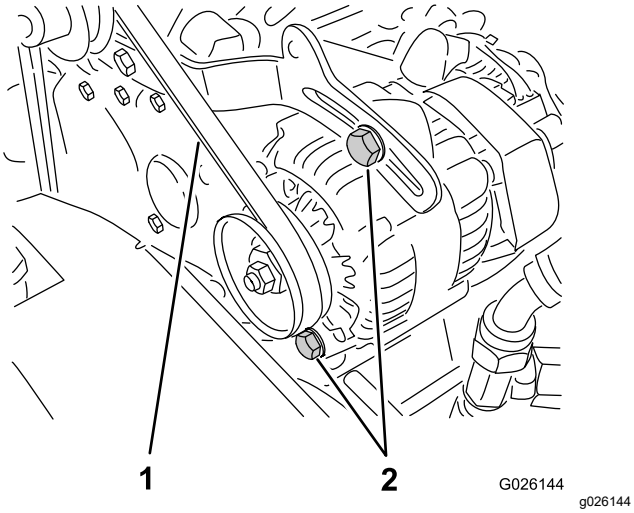

Figur 60
2. Kontroller spændingen ved at trykke ned på remmen midt mellem remskiverne på krumtapakslen og generatoren med en belastning på 10 kg (Figur 60).
A. Løsn generatorens to monteringsbolte (Figur 60).
B. Drej generatoren med en løftestang, indtil den korrekte remstramning opnås, og spænd derefter monteringsboltene (Figur 60).